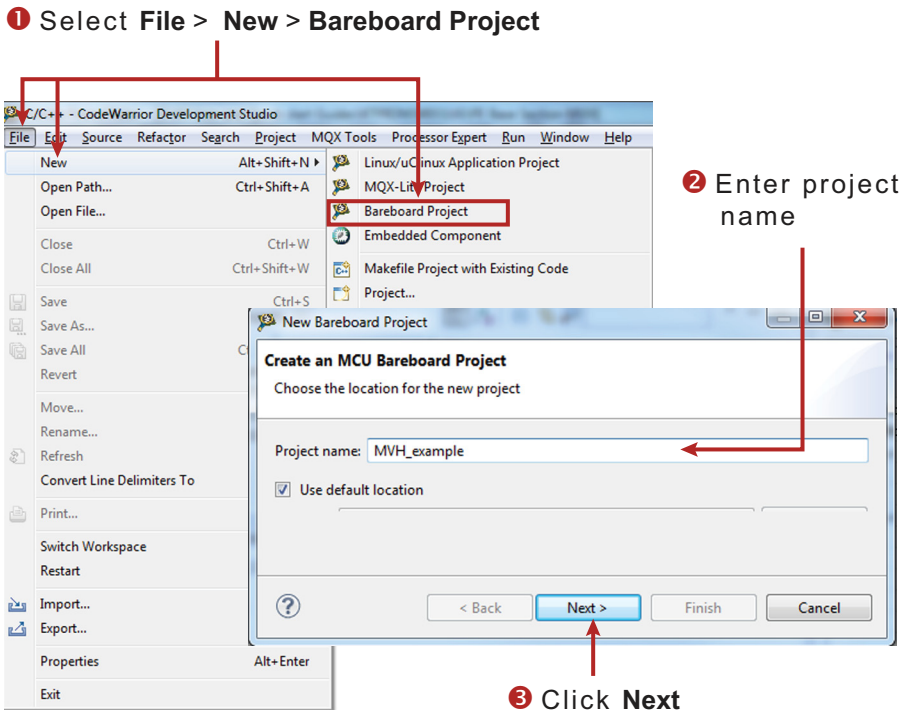

Figure 32. Creating an MCU Bare-board Project
1. In the CodeWarrior menu bar, select **File** -> **New** -> **Bareboard Project**. When the **New Bareboard Project** dialog box opens, enter a project name into the text box and then click **Next**. (see Figure 32).